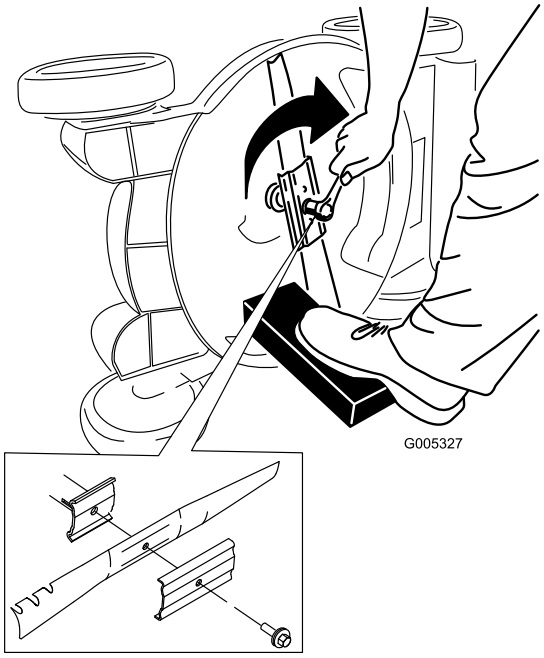

**Figur 47**
5. Sätt fast den nya kniven och alla monteringsdelar (Figur 47).